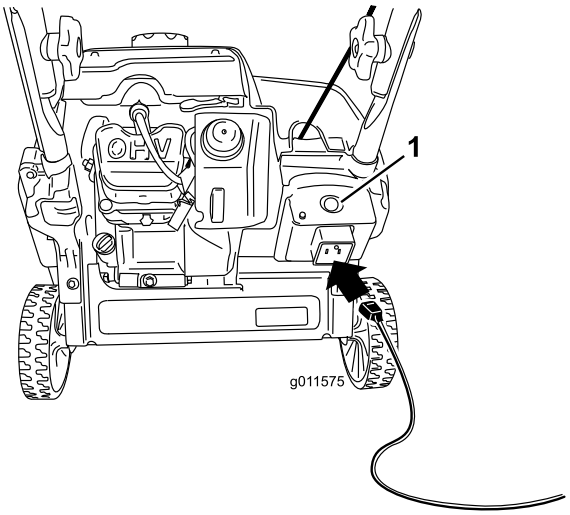
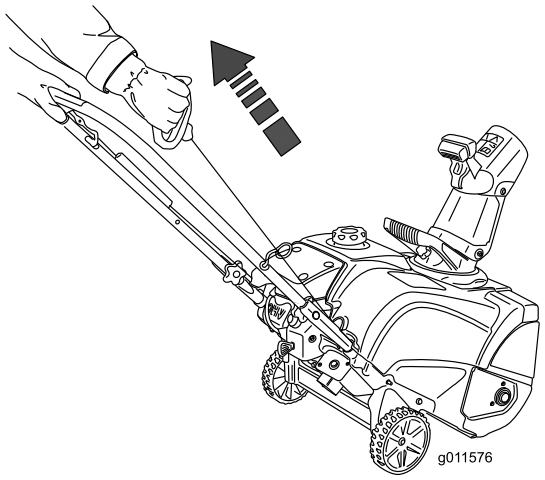

Rysunek 18
Rysunek 19
4. Podłącz przedłużacz do źródła zasilania i maszyny, po czym naciśnij przycisk rozrusznika elektrycznego (Rysunek 18) lub pociągnij za uchwyt rozrusznika linkowego (Rysunek 19).